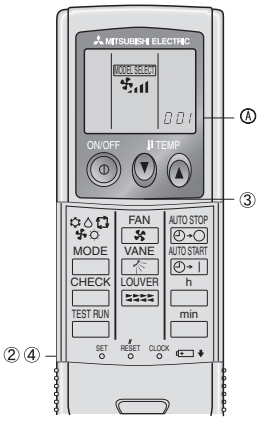

Fig. 6-6
3) Preparación inicial (Fig. 6-6)
① Introduzca las pilas.
② Pulse el botón SET con algún objeto puntiagudo.